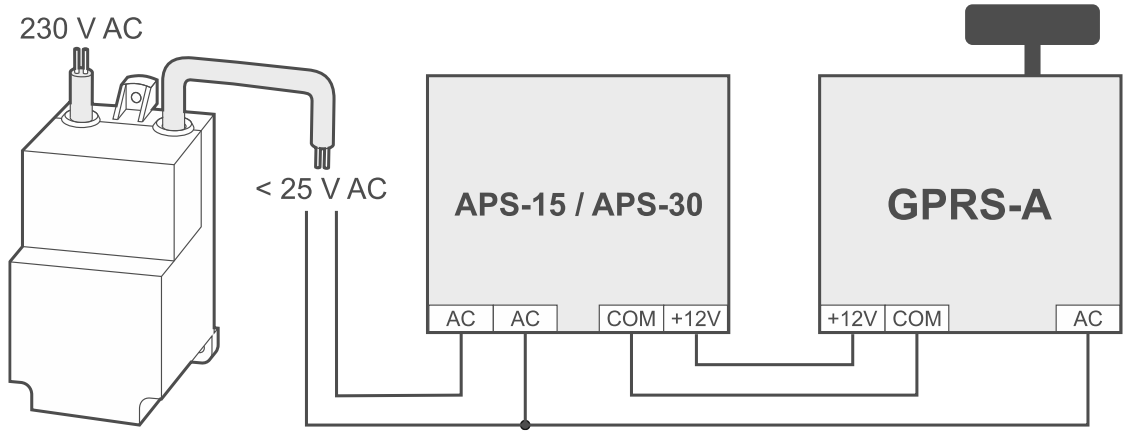

Rys. 7. Przykład podłączenia zasilania i kontroli obecności napięcia zmiennego, jeżeli moduł zasilany jest z zasilacza APS-15 / APS-30 firmy SATEL.
2. Jeżeli moduł ma być zasilany z zasilacza APS-15 lub APS-30 firmy SATEL, do zacisku wejścia AC możesz podłączyć przewód z uzwojenia wtórnego transformatora, który podaje napięcie zmienne do zasilacza (rys. 7). Pozwoli to modułowi GPRS-A kontrolować obecność napięcia zmiennego.